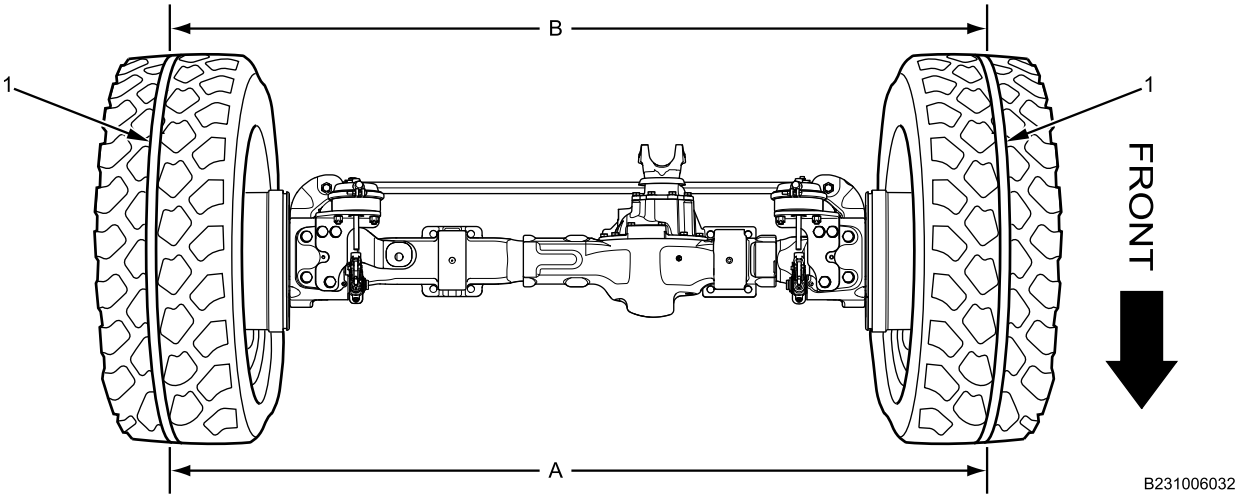

Figure 4. Toe Measurement, Viewed from Above.
6. Measure and record distance A between lines scribed at front of tires (Figure 4, Item 1).
7. Measure and record distance B between lines scribed at rear of tires (Figure 4, Item 1).